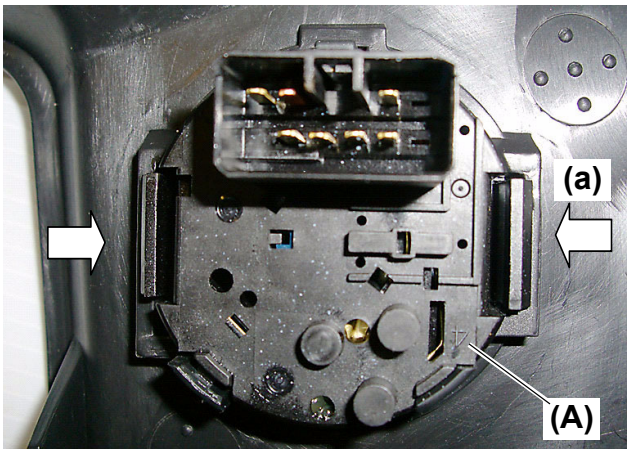

Fig. 4
3. Pull out the headlight / work light / turn signal switch **(Fig. 4, 5, (A))** by compressing the notch from the back of the headlight / work light / turn signal switch.